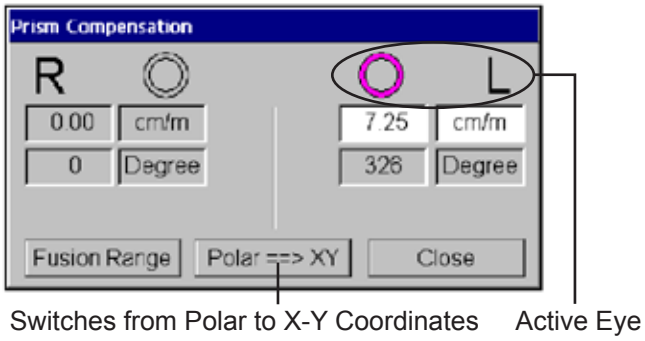

Figure IU-17, Polar Coordinates
1. Press the Polar==>XY Function Button on the Controller to display prism values in polar or X-Y coordinates. Refer to Figures IU-17.